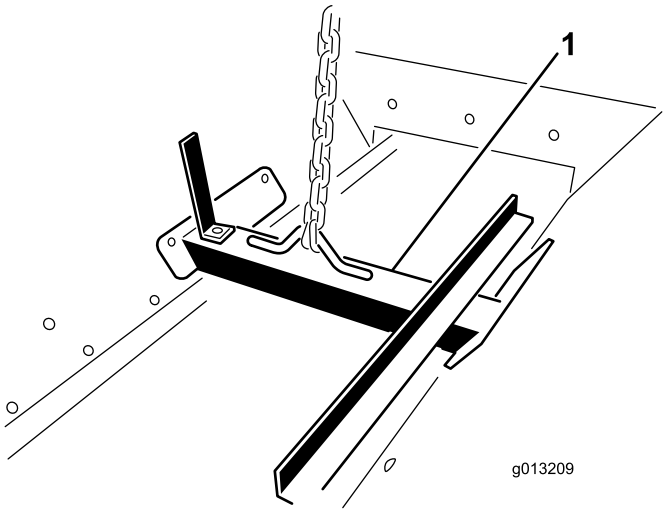

**Figur 13**
1. Fastgør en løfteanordning på løftebeslaget, der er boltet fast til indersiden af tragtbeholderen (Figur 13).